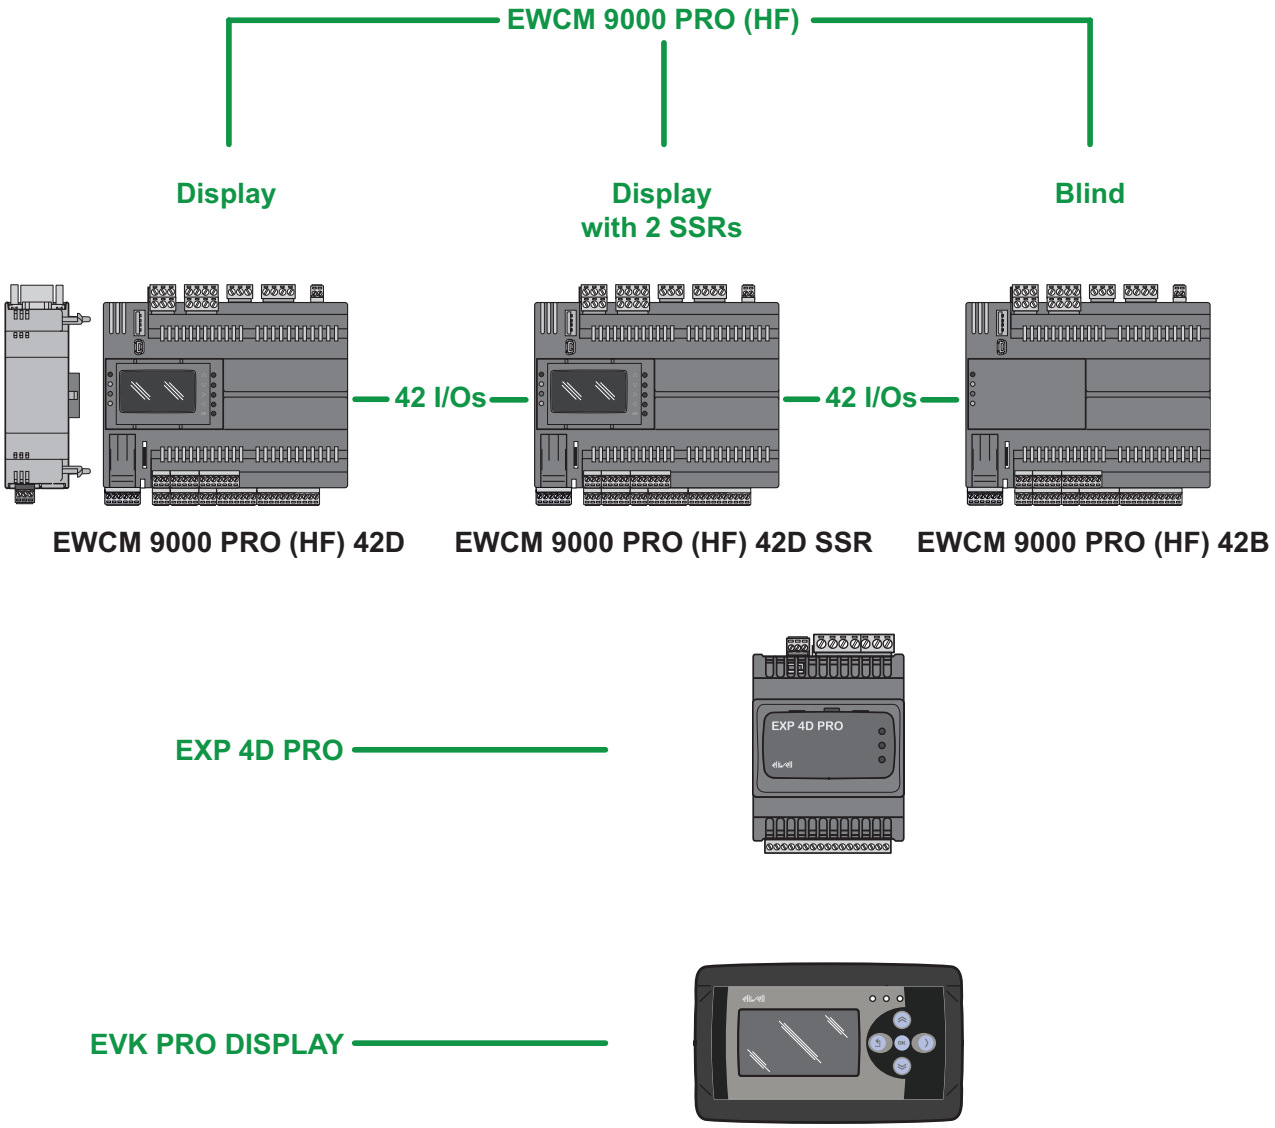

Fig. 1. Proposition d'offre EWCM 9000 PRO
La proposition d'offre **EWCM 9000 PRO (HF)** (voir **Fig. 1 page 14**) comprend :